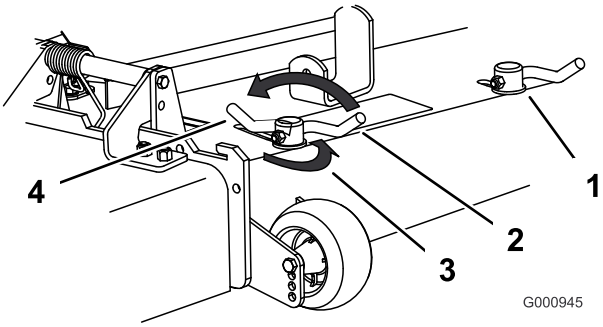

Figur 23
3. Justera kamlåsen genom att svänga upp spaken för att lossa kamlåset (Figur 23).
5. Sväng tillbaka spaken för att dra åt skärmen och kamlåsen (Figur 23).